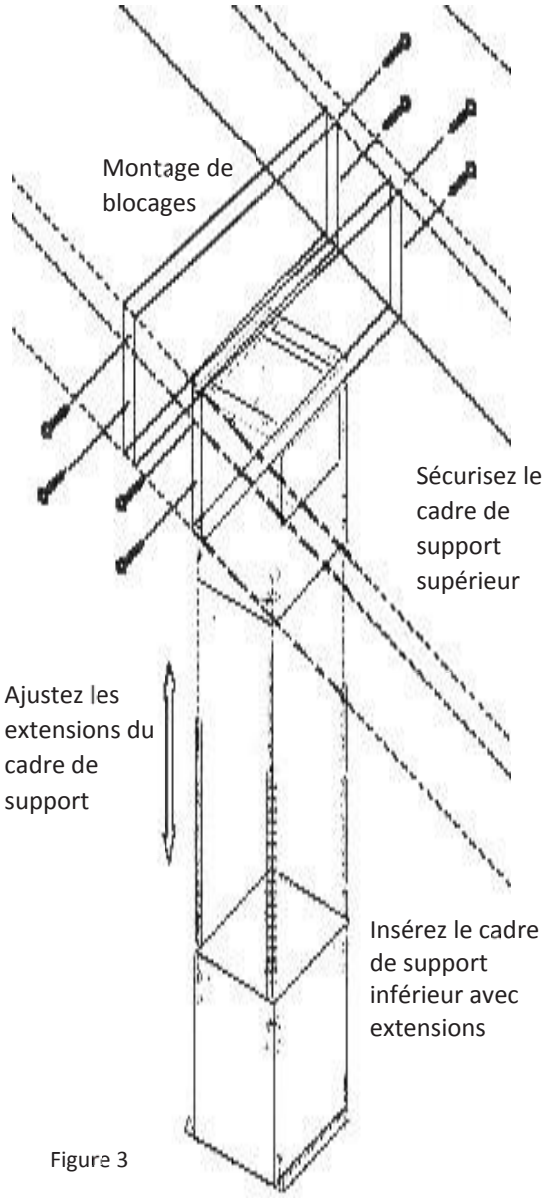

Figure 3
3. Fixez l'extension du cadre de support sur le cadre de support inférieur à l'aide de quatre boulons ''B'' et d'écrous ''C'' comme indiqué sur la figure 3. Répétez cette étape pour le reste des extensions du cadre de support. IMPORTANT: Toujours utiliser les premiers et deuxièmes trous sur les extensions du cadre de support.
5. Placez le cadre de support inférieur sur le cadre de support supérieur en utilisant les extensions de cadre de support. Fixez chacune d'elles avec quatre boulons ''B'' et écrous ''C'', comme illustré à la figure 3.
6. Faites glisser le couvercle de cheminée supérieur sur le cadre de support et fixez-le à l'aide de deux vis ''F'' (voir la figure 3).